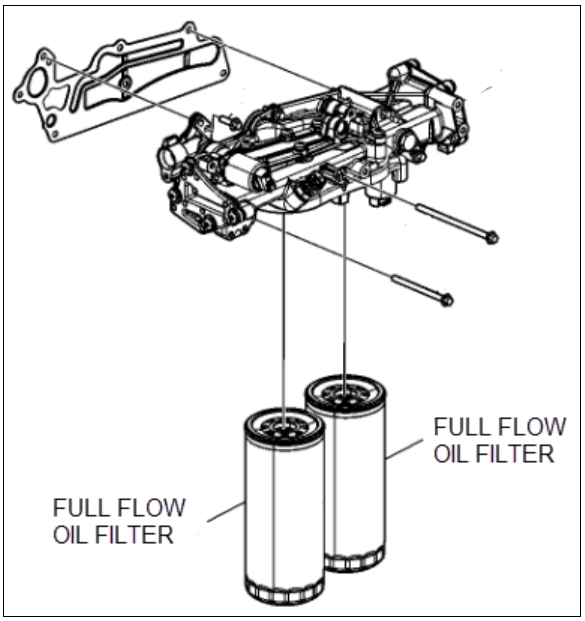

FIGURE 9: D13N OBD20 OIL FILTERS
- Prefill the new oil filters with approved engine oil. Refer to Figure 9, also, lubricate the filter gaskets with engine oil (1). Hand tightens the oil filters until they contact the sealing surface of the oil filter housing (2). Manually tighten the oil filters an additional ¾ to 1 full turn (3).